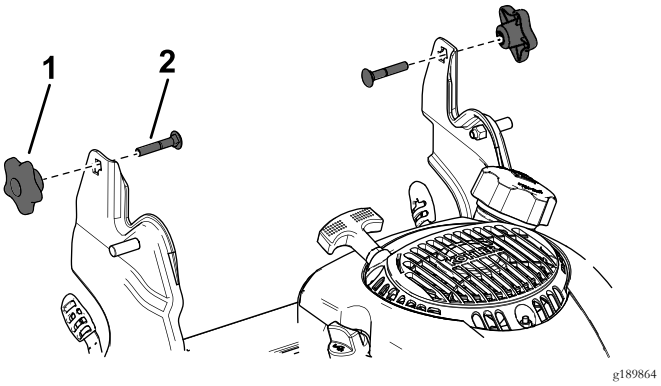

Rysunek 25
3. Włóż śrubę podsadzaną (z łbem śruby skierowanym do środka) przez wspornik uchwytu i przez górny otwór w końcówce uchwytu. Upewnij się, że kwadratowe krawędzie każdej ze śrub podsadzanych są dobrze dopasowane do górnego lub dolnego kwadratowego otworu w odpowiednim wsporniku uchwytu (Rysunek 25).